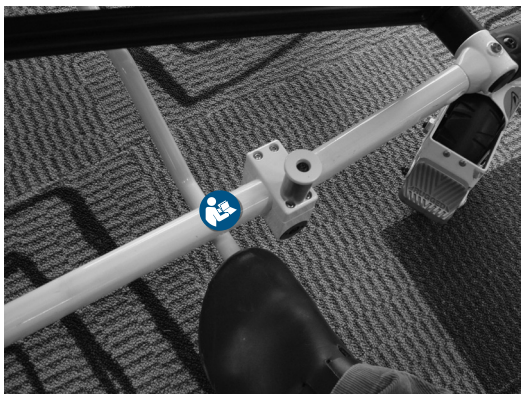

Afbeelding 38
1. Bediener 1 bedient de voetstandaard met de voet zoals getoond in Afbeelding 38.